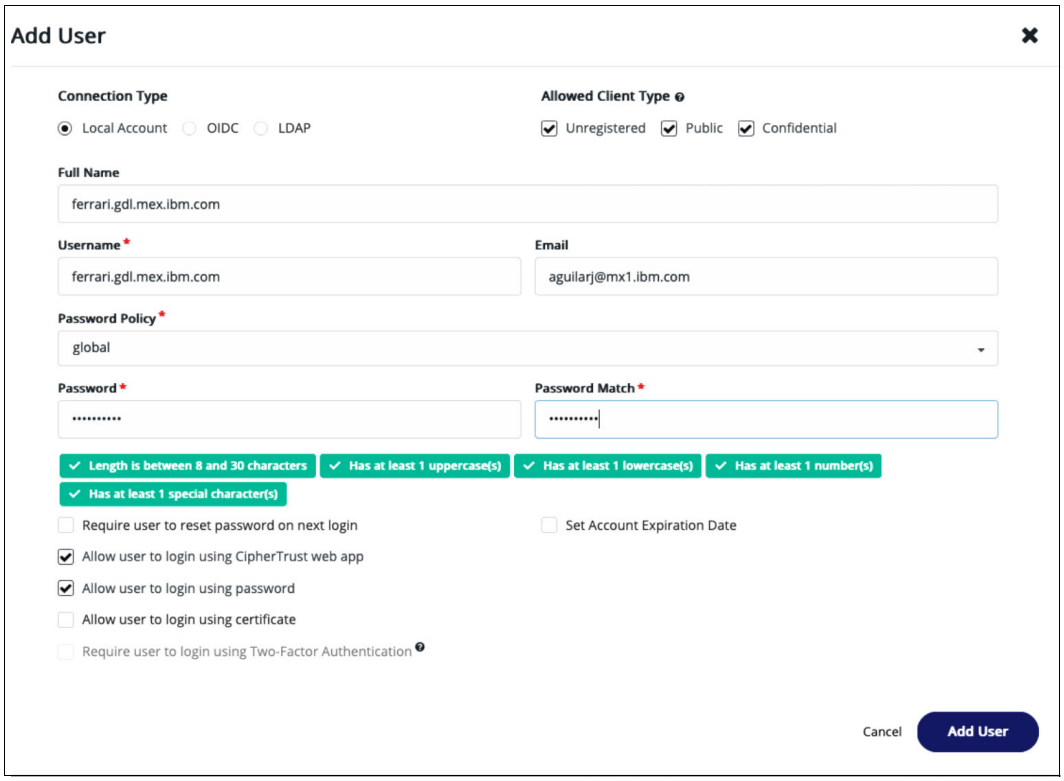

Figure J-31 Add user panel
2. The username must match the CN from the certificate that the user is going to use. Enter the information and click **Add User**. See Figure J-31 on page 1052.